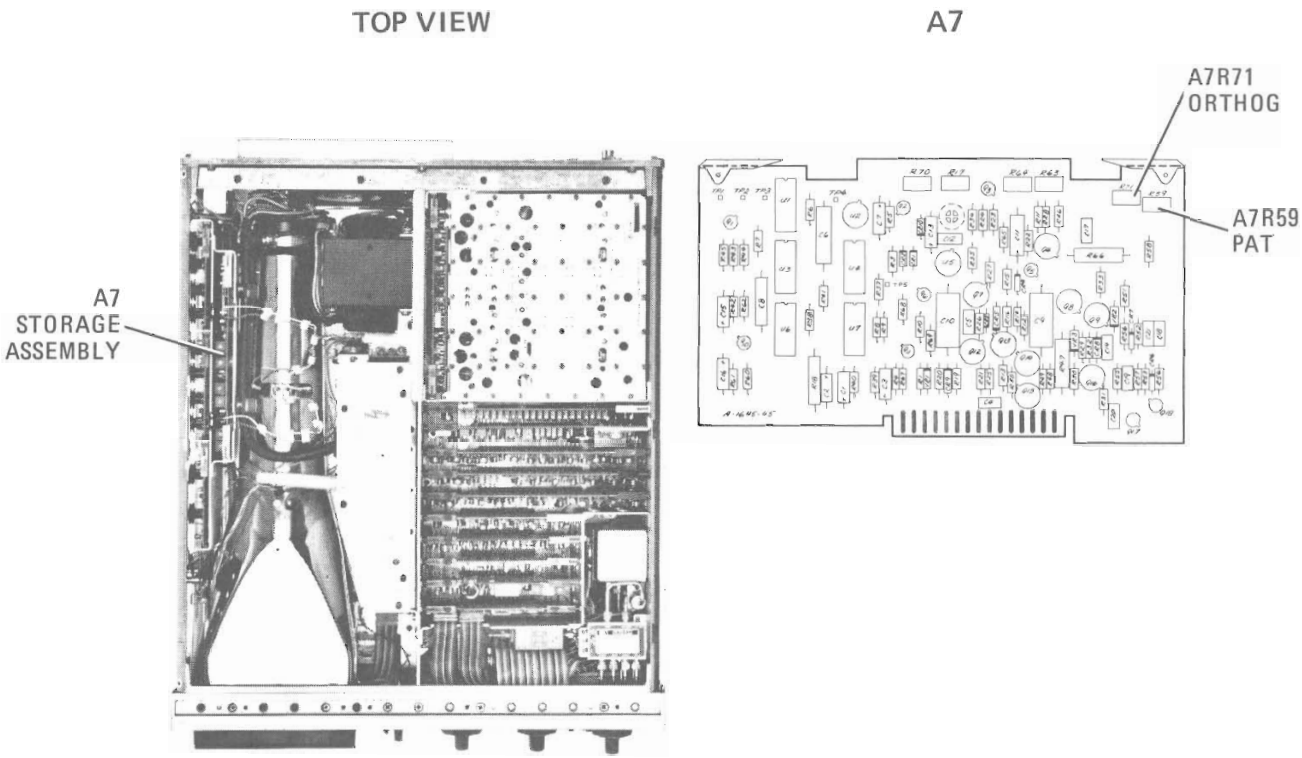

Figure 5-7. Orthogonality and Pattern Adjustment Locations
a. Set LINE switch OFF, disconnect power cord, and remove 8565A top cover; remove A21 Video Assembly (Figure 5-7) and install extender board in its place.
g. Position CRT trace on bottom horizontal graticule line with front panel VERT POSN control. Adjust A7R59 PAT (Pattern) (Figure 5-7) for a straight trace (minimum curvature).
l. Align trace with vertical graticule line with A7R71 ORTHOG adjustment (Figure 5-7).